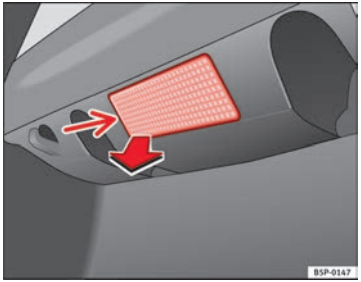

Fig. 171 Luggage compartment light
– Extract the tulip shaped fitting by pressing on the inside edge of this -arrow- using the flat side of a screwdriver ⇒ Fig. 171.